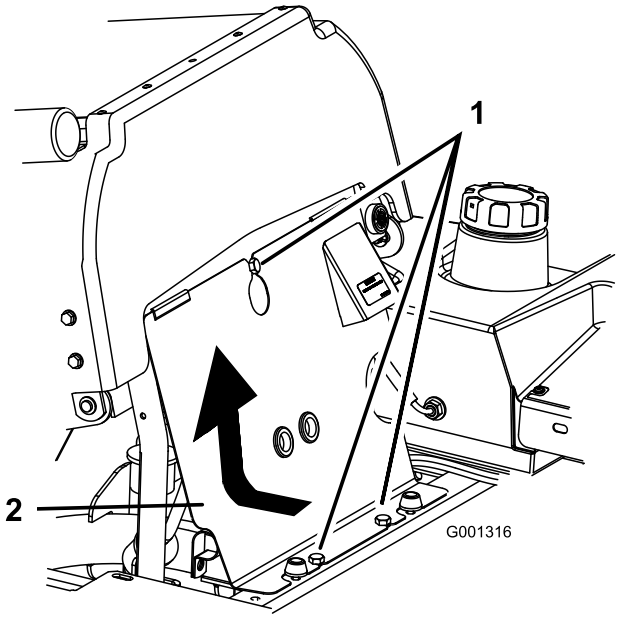

Figuur 37
1. Kantel de stoel naar voren, draai de bouten los en verwijder het frontpaneel van de motor (Figuur 37).